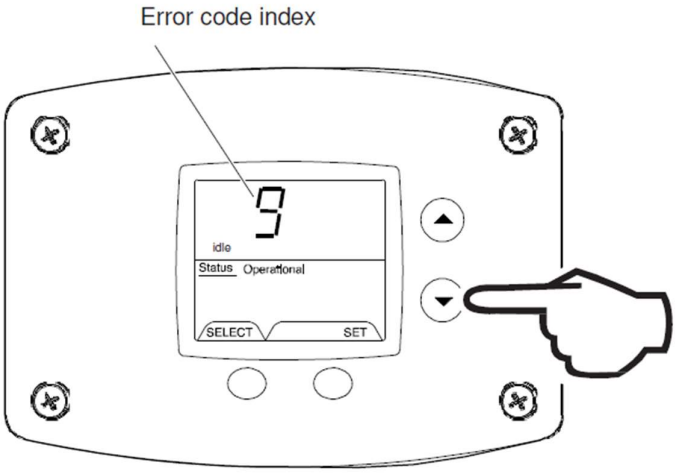

Fig. 73
4. Press the ‘Temperature Down’ button to change to the previous code index, code #9 (Fig. 73).